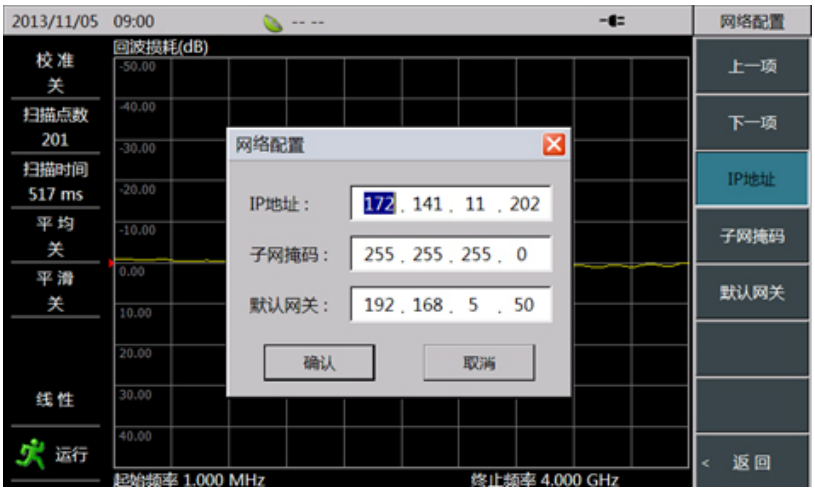

图 8.12　网络配置——IP 配置
- 点击菜单栏上[IP 地址]菜单，将设置光标切换到 IP 地址配置一栏，然后通过数字键输入各字段的 IP 地址，并可通过[下一项]及[上一项]来切换各个字段；如图 8.12 所示：